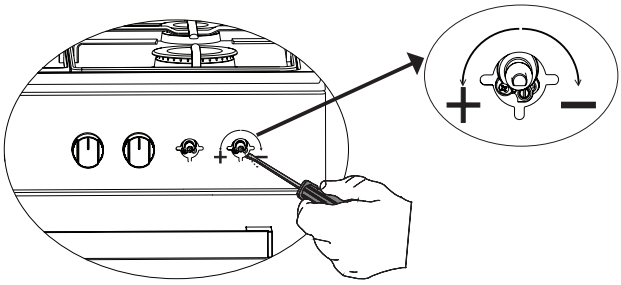

Figura 5
2. Con la ayuda de un destornillador de tamaño adecuado, apriete/afloje el tornillo de ajuste del gas (Véase figura 5). Esto permite aumentar o disminuir la llama en la posición baja. Ajuste el gas adecuado para que la longitud de la llama sea de al menos 4 mm.